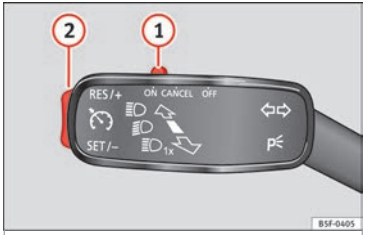

Fig. 187 Turn signal and main beam headlight lever: cruise control buttons.
– Move knob (1) ››› **Fig. 187** to the **ON** position.
– Briefly press rocker switch (2) in **SET** position when you have reached the speed you wish to set.
– Press rocker switch (2) ››› **Fig. 187** ››› **page 175** in **RES**.
– The set speed can be **reduced** by pressing switch (2) ››› **Fig. 187** ››› **page 175** in **SET**.
– On releasing the switch at speeds of less than 30 km/h (19 mph), no speed will be set and the memory will be deleted. The vehicle must be moving at a speed of over 30 km/h (19 mph) and switch (2) pressed again to **SET** for it to be set.
Cruise control **is switched off temporarily** by pressing switch (1) ››› **Fig. 187** ››› **page 175** in **CANCEL** or by pressing the brake or clutch pedal.
– Move knob (1) ››› Fig. 187 ››› page 175 to **OFF**.